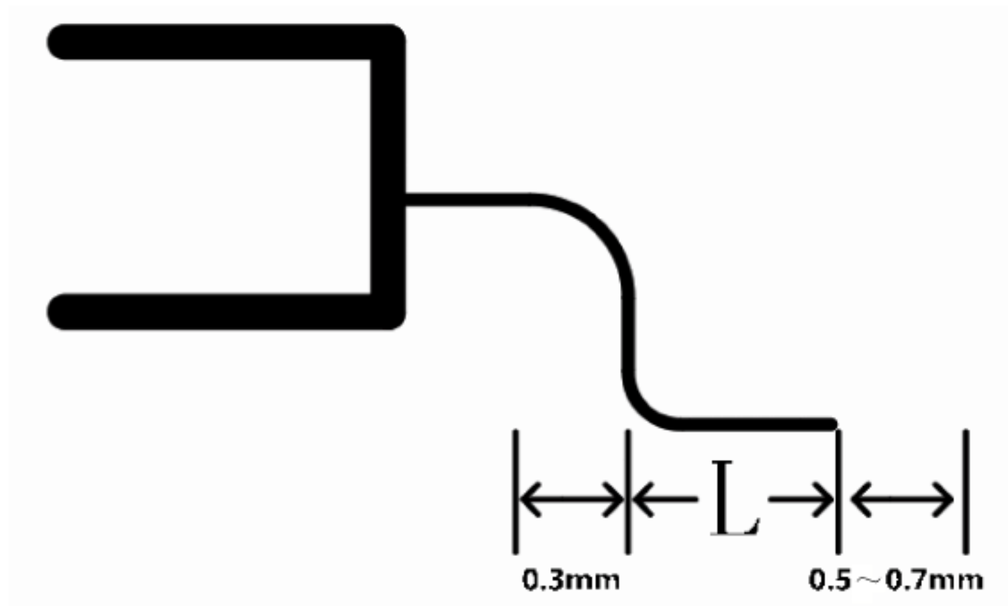

图 4-6　焊盘长度补偿值
③ IC 表面焊盘图形设计的一般原则如下：
④ SOT 设计的一般原则如下：
- 焊盘的图形与管脚的焊接面相似，尺寸上一般是长度方向加管脚内外补偿值，如图 4-6 所示，焊盘长度＝L＋0.3mm＋0.7mm；宽度方向上加宽 0.2～0.4mm 左右。